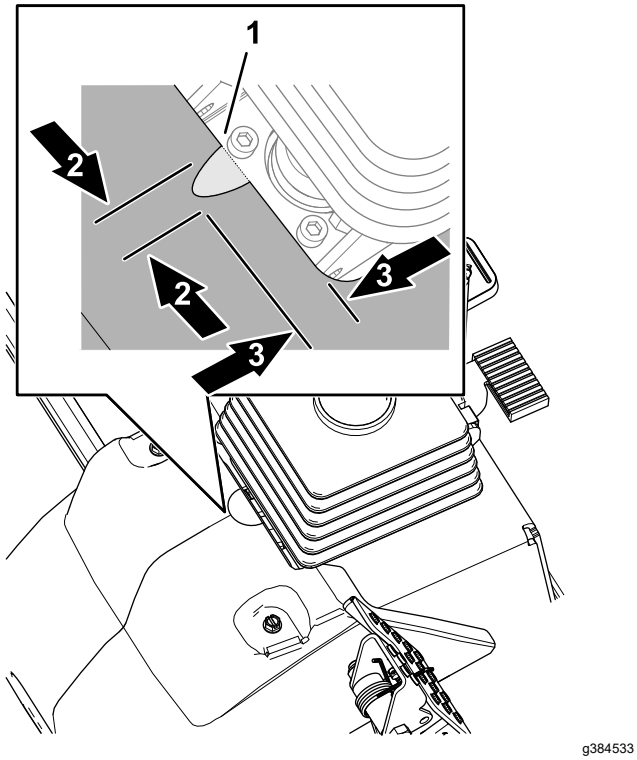

Figur 2
4. Slib et hak i ratdækslet som vist i Figur 2.